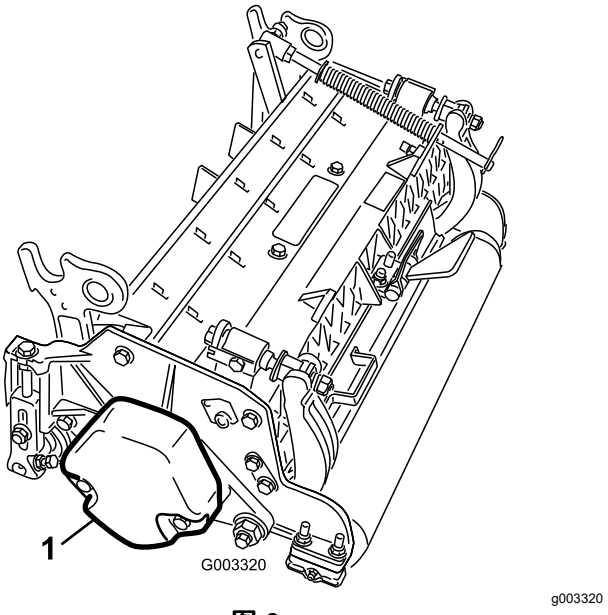

图 9
5. 按照滚刀组图 9操作员手册*的描述确保将配重块*安装到滚刀组正确的一端上。